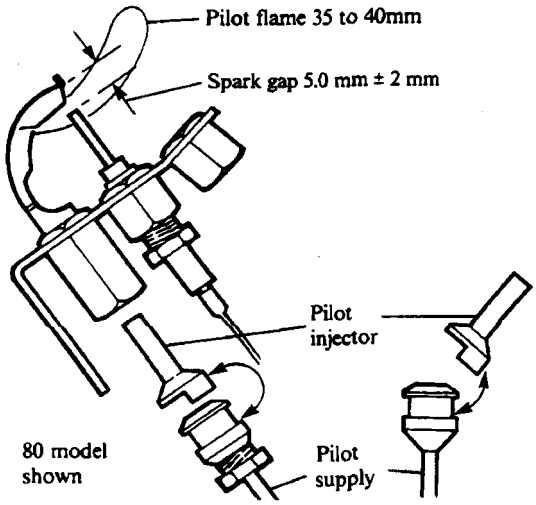

Fig. 34
11. Undo the securing nut and remove the spark electrode, see Fig. 34, from the pilot assembly.
Carefully remove and retain the pilot injector, see Fig. 34.
2. Locate the pilot injector over the end of the pilot supply, as shown in Fig. 34 and carefully position it in the pilot burner. Secure the pilot supply to the pilot assembly and gas valve.
3. Replace the spark electrode and check that the spark gap is 5.0 mm ± 2 mm, see Fig. 34.
Refer to Fig. 34.
3. Undo the securing nut and remove the electrode, see Fig. 34, from the pilot assembly.
Check that the spark gap is 5.0 mm ± 2 mm as shown in Fig. 34.